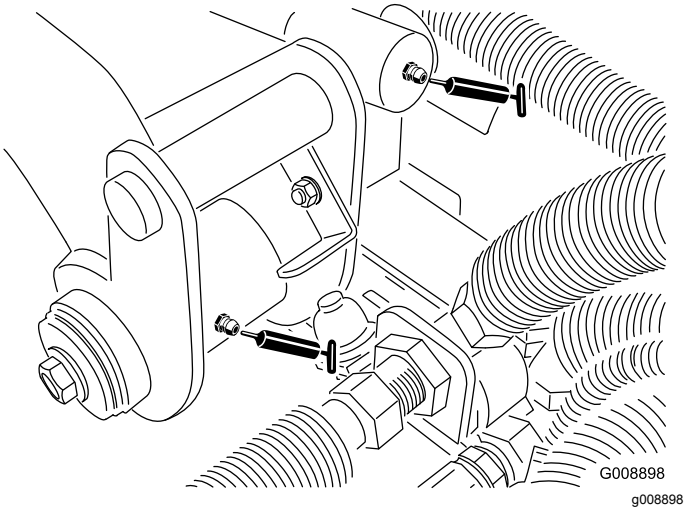

Figur 53
- Bakre løftearmstapp og løftesylindere (2) (Figur 53)